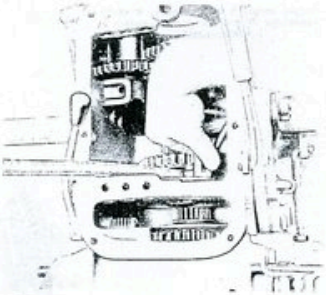

Fig. 208 - Smontaggio del cambio: viene tolto l'anello elastico ritegno ingranaggio conduttore presa di forza sull'albero secondario.
- aprire con le pinze **A 237011** l'anello elastico ritegno ingranaggio conduttore presa di forza sull'albero secondario (fig. 208) e, battendo dalla parte anteriore sull'albero secondario stesso, far uscire l'anello elastico dalla sua sede;